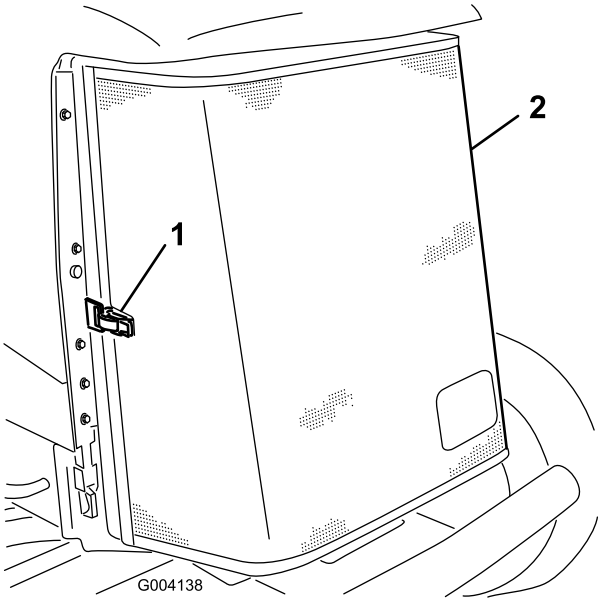

Figur 68
3. Lossa klämman och vrid upp det bakre gallret (Figur 68).